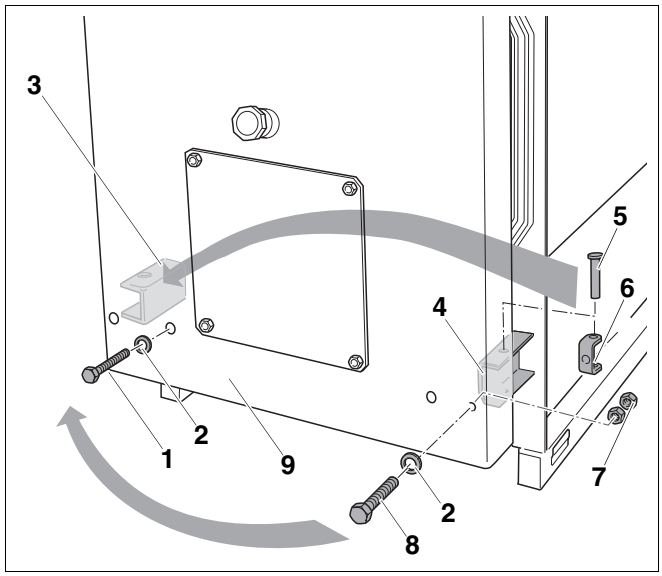

Рис. 9 Снятие нижних шарниров
- Ослабить болт M16 (рис. 9, **поз. 8**) нижнего правого шарнира (рис. 9, **поз. 4**) так, чтобы шарнирная ось свободно перемещалась (рис. 9, **поз. 5**).
- Вынуть ось (рис. 9, **поз. 5**) из вилки (рис. 9, **поз. 6**) и из нижнего правого шарнира (рис. 9, **поз. 4**).
- Выкрутить болт M16 (рис. 9, **поз. 8**) из вилки шарнира (рис. 9, **поз. 6**).
- Ослабить законтренные гайки M16 (рис. 9, **поз. 7**) и снять с болта M16 (рис. 9, **поз. 8**).
- Вынуть болт M16 (рис. 9, **поз. 8**) из дверцы горелки (рис. 9, **поз. 9**).
- Выкрутить болт M12 (рис. 9, **поз. 1**) на нижнем левом шарнире (рис. 9, **поз. 3**) из резьбового отверстия на передней стенке котла и вынуть из дверцы горелки (рис. 9, **поз. 9**).